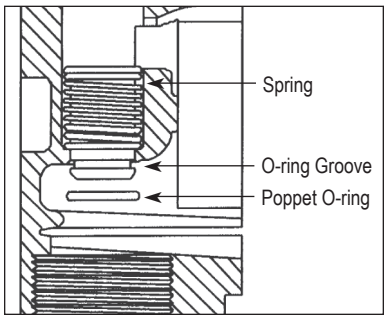

Figure 8
b. Remove the O-ring with a small screwdriver or similar tool. Take care not to damage the poppet or O-ring. (Figure 8)